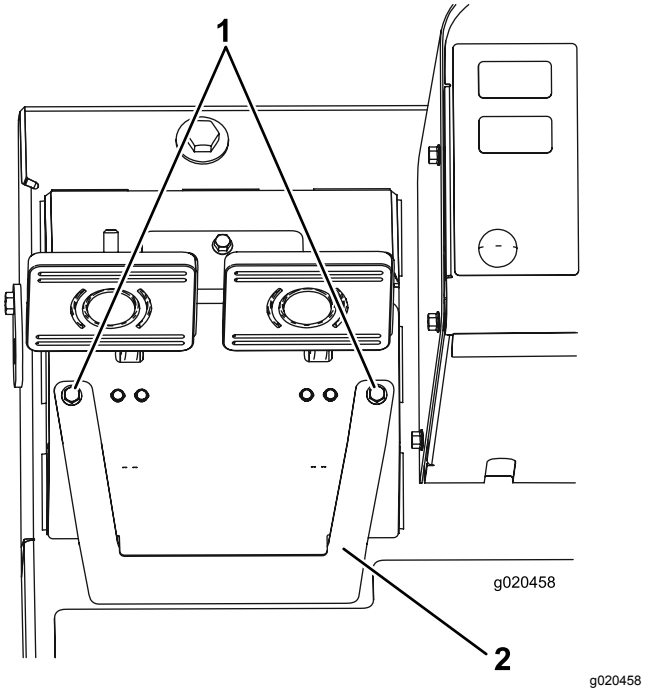

**Figuur 91**
A. Zet de 2 bevestigingsschroeven los en verwijder de afstelplaat van de rem (Figuur 91).